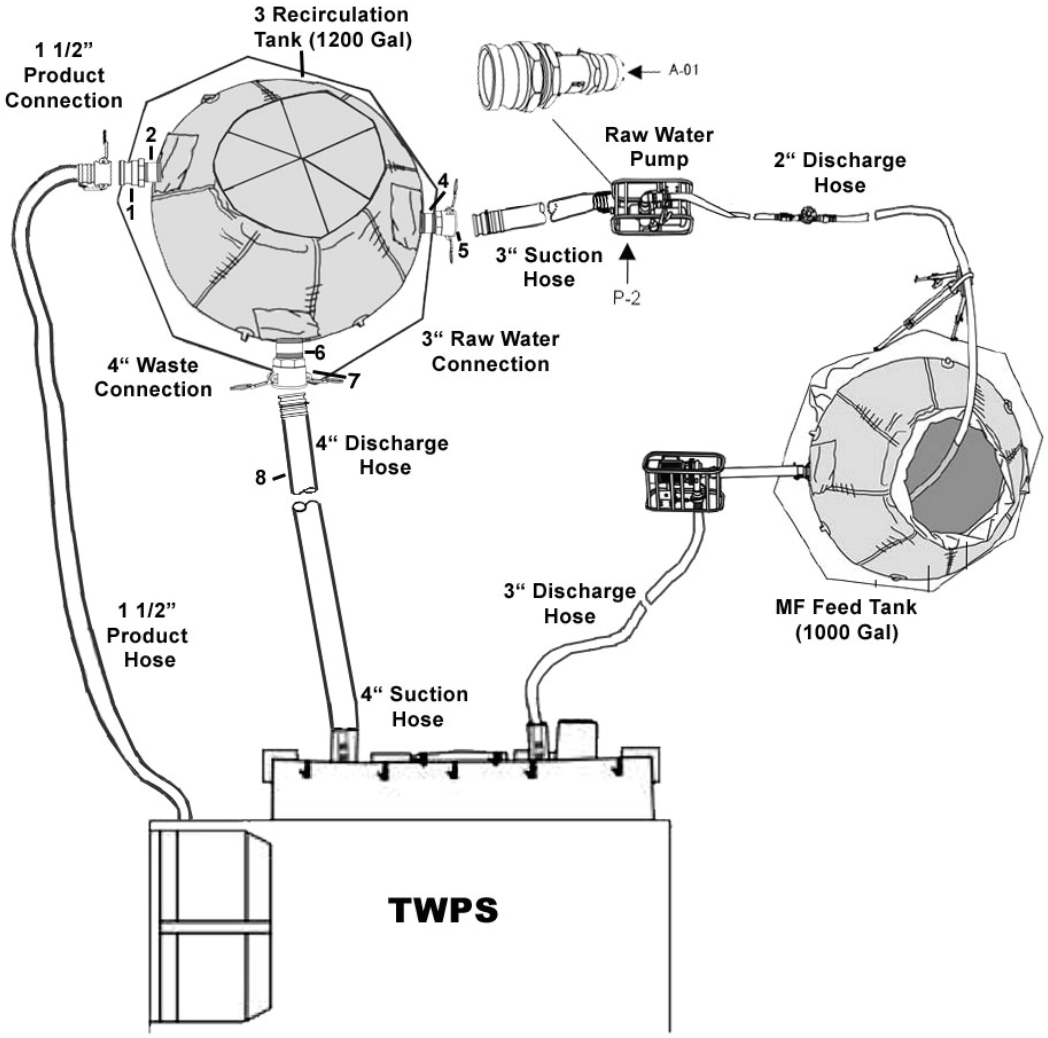

Figure 1. Overall Setup of Recirculation Tank with TWPS.
a. Apply Teflon tape to both sides of the three PVC threaded pipes (figure 1, items 2, 4 and 6).
b. Install appropriate size quick disconnect coupler (figure 1, items 1, 5 and 7) to the matching sized PVC threaded pipe.
6. Attach 4” discharge hose or hoses (8) to the TWPS 4” waste out suction hose. Reposition tank so that the discharge hoses are completely straight with no bends or kinks.
9. Setup other TWPS components including MF feed tank, MF feed pump, appropriate adapters (A-02, A-05), tripod and interconnecting hoses referring to figure 1 and WP 0008 00.